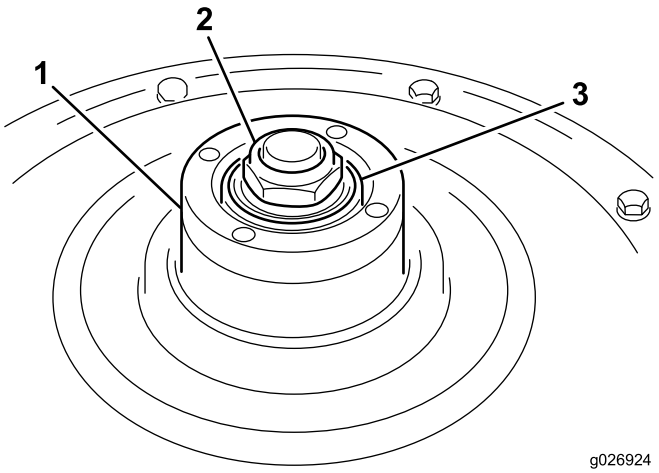

**Figure 2**
1. Rotate the wheel hub (Figure 2) to check the bearing adjustment. A slight drag must be felt when the hub is rotated. If drag is not evident, tighten the wheel hub nut (Figure 2) until slight drag is felt when the hub is rotated.
2. Check the O–ring to assure it is not damaged, and make sure it is seated in the inside diameter of wheel hub (Figure 2).